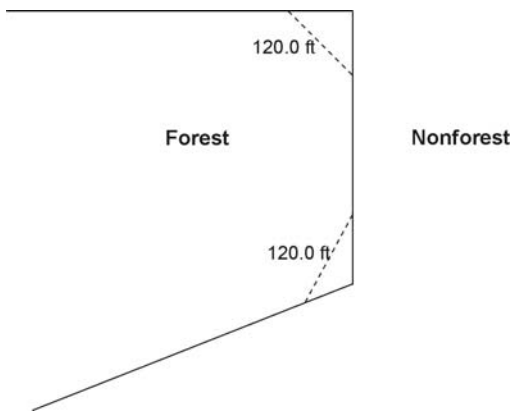

Figure 8. Illustration of the 90 degree corner rule. The dotted lines do not create nonforest conditions.
3. The 120.0-foot minimum width for delineation does not apply when a corner angle is 90 degrees or greater (Figure 8).